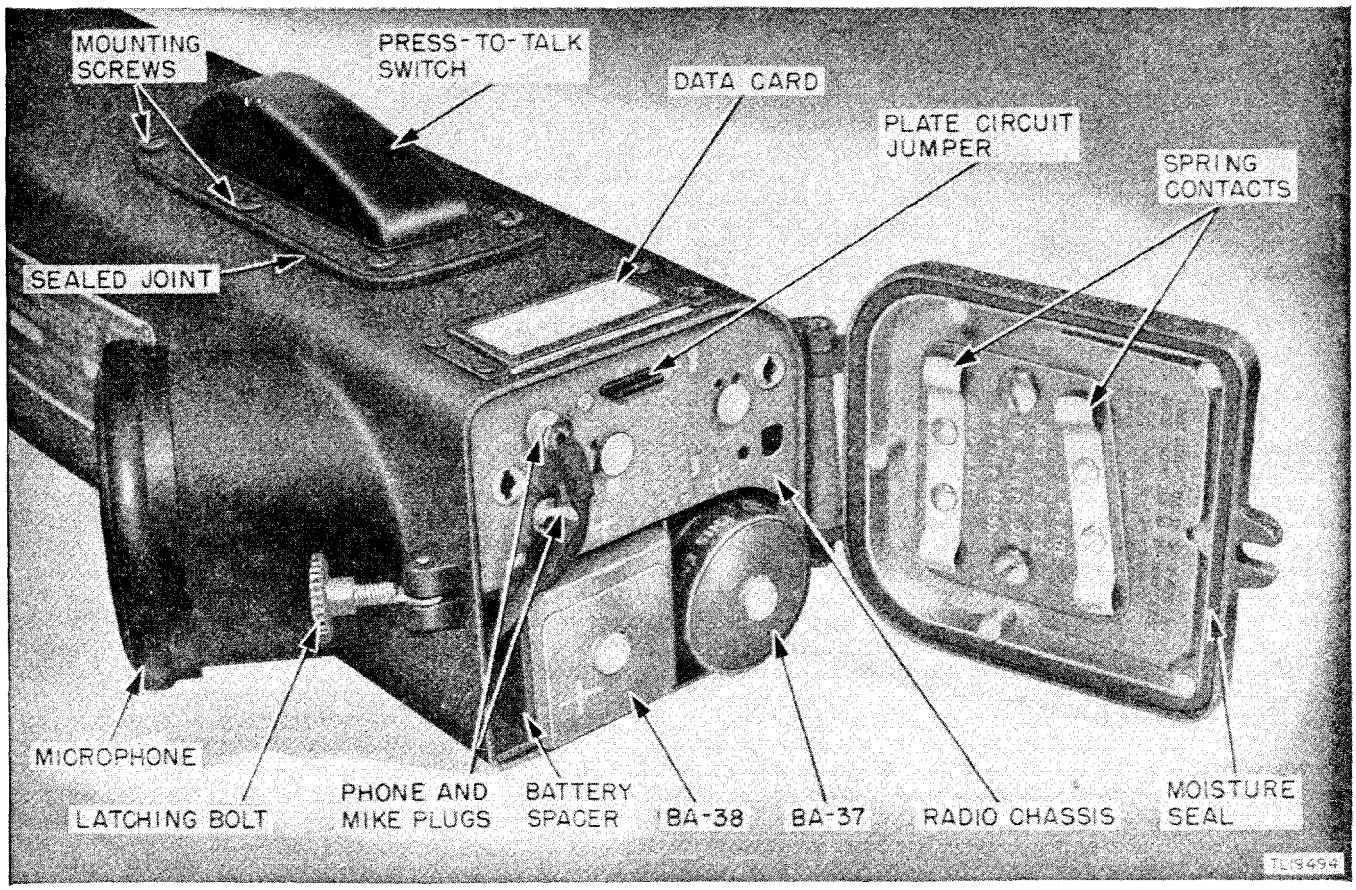

Figure 6. Radio Set SCR–536–(*), bottom cover open.
The housing which incloses Radio Receiver and Transmitter BC–611–(*) is a metal casting. Its interior is divided into three separate compartments: one for the radio chassis, one for the square B battery, and one for the cylindrical A battery. (See fig. 6.)
c. The bottom cover hinges to the housing and is provided with a slot into which a latching bolt fits. It is through this end of the housing that the chassis and the batteries are inserted or removed. Spring contacts on the terminal board inside the bottom cover provide the connection between the batteries and the radio chassis. (See fig. 6.)
The batteries are shown in figure 12. Battery BA-37 is the A, or filament, battery (1.5 volts). It is cylindrical in shape and shorter than the square B, or plate voltage, Battery BA-38 (103.5 volts). The compartments in the housing for the batteries are so designed that it is impossible to confuse the two batteries and inadvertently insert the wrong batteries in the wrong compartments. (See fig. 6.)
a. General. Unlatch the bottom housing to permit inspection of the terminal plate on the bottom of Radio Receiver and Transmitter BC–611–(*). (See fig. 6.) The lead from the microphone should be plugged into the socket labeled MIKE, and the lead from the earphone should be plugged into the socket labeled PHONE. The black-handled jumper plug must be inserted between the sockets labeled PLATE METER. The contact studs should be clean and bright. If not, clean them with a pocket knife or other convenient scraper.
A rubber-covered press-to-talk switch is mounted on the side of the case. When held down, it operates the change-over switch that converts the set from a receiver to a transmitter. (See figs. 6 and 7.) The press-to-talk switch is mounted so as to be operated by pressure of the finger tips of the left hand when the set is held in the normal operating position.